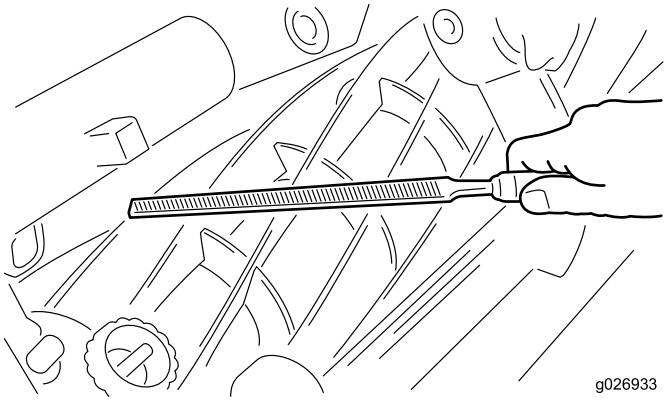

**Figure 11**
4. **Hitting a Foreign Object** – The bedknife and the reel cutting edges can be damaged if a foreign object is hit. The damage, if it is not too severe, can be repaired in the field. Start by filing down high spots on the bedknife and the reel (Figure 11). Use a ball peen hammer to straighten any reel blades that may be bent. Since the bedknife usually springs away from the reel upon impact, the bedknife must be adjusted; refer to Parallel the Bedknife to the Reel.